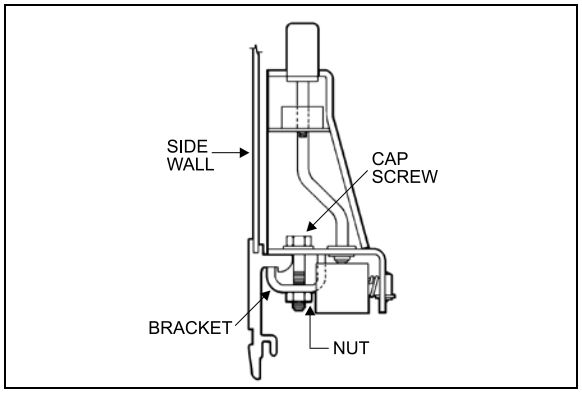

FIGURE 83: ARMREST 18106
4. Remove 2 cap screws, nuts, and washers holding seat frame to side wall and retain the 2 holding brackets. See Figure 83.